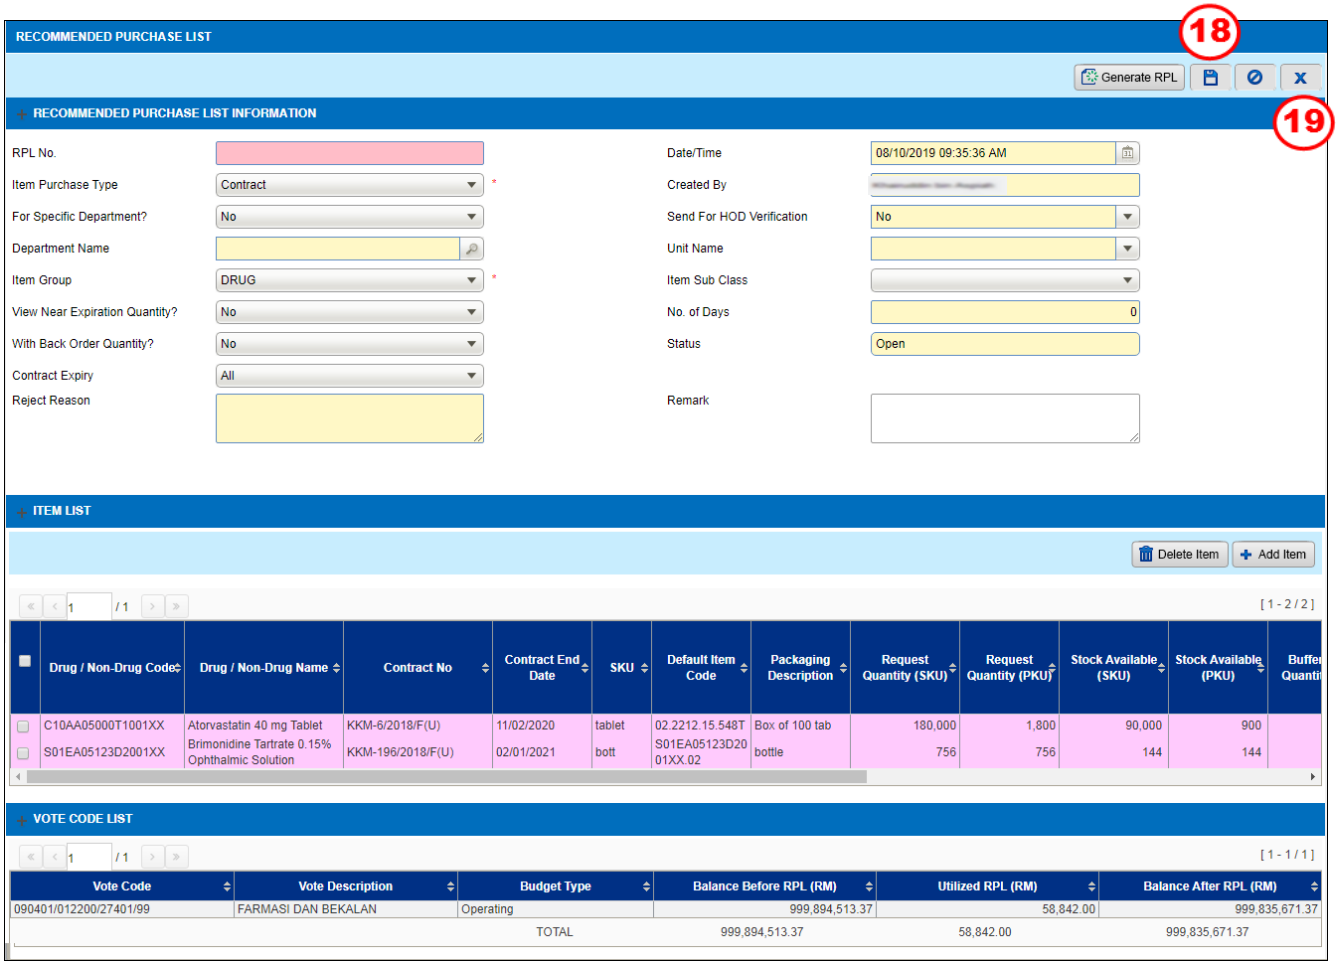

Figure 3.2-8 Save Record
- *User will be redirected to the Recommended Purchase List Information screen as shown in Figure 3.2-8*